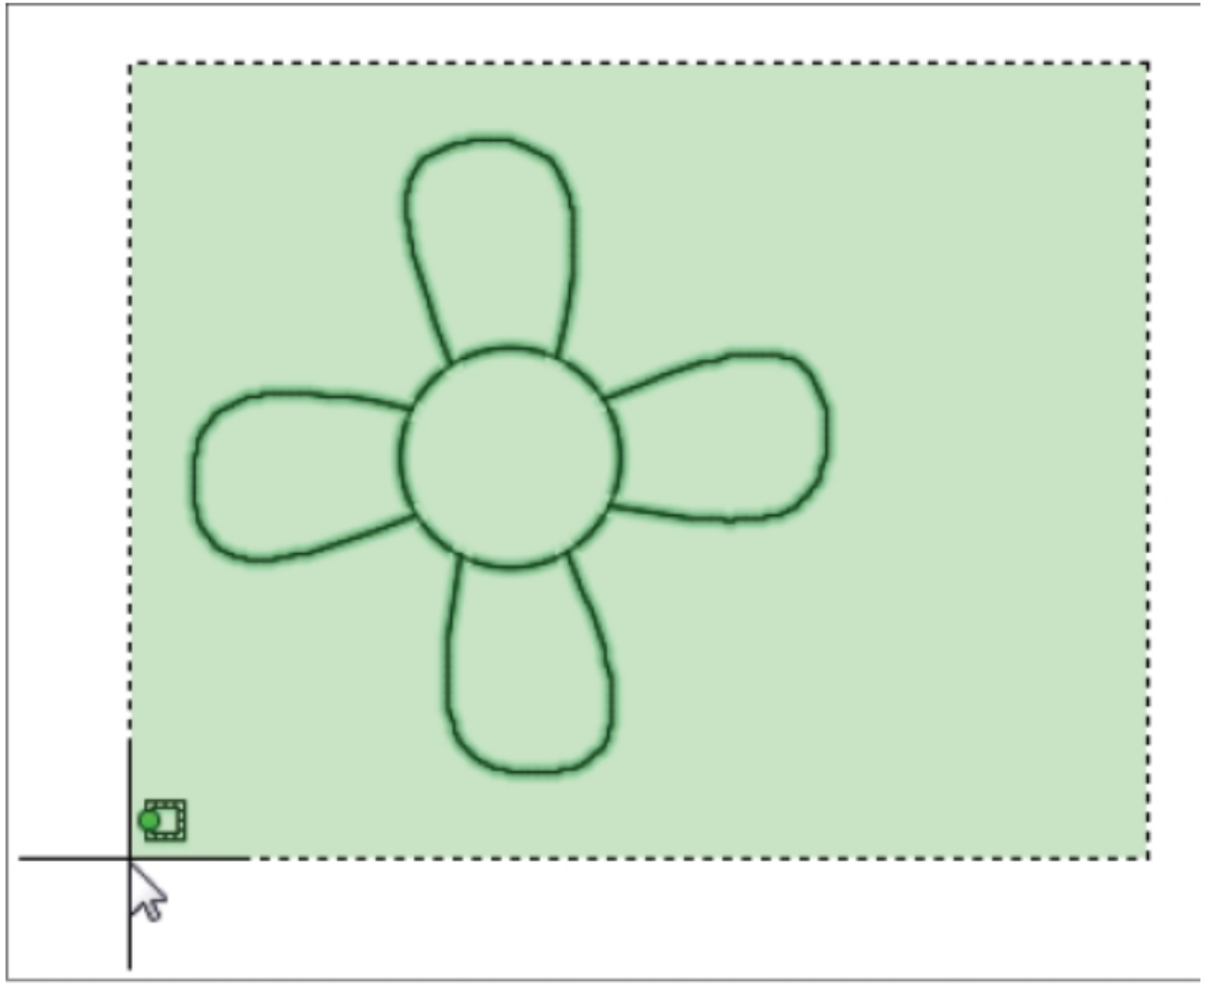

Figure-49. Objects being selected by window selection
- Select all the objects from the drawing area; refer to Figure-49.